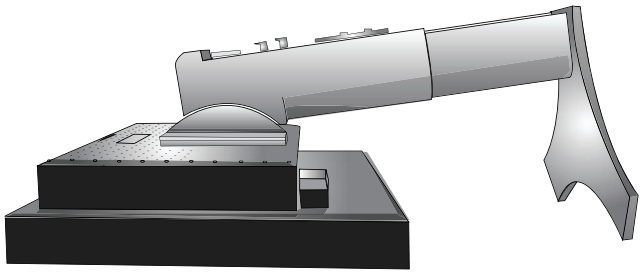

Figura S.1
3. Sitúe el monitor boca abajo en una superficie no abrasiva (**figura S.1**).